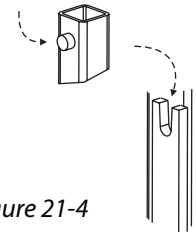

Figure 21-4
17. Attach platform by placing platform's upright pins into u-shaped bracket on tower. *[Figure 21-4]*